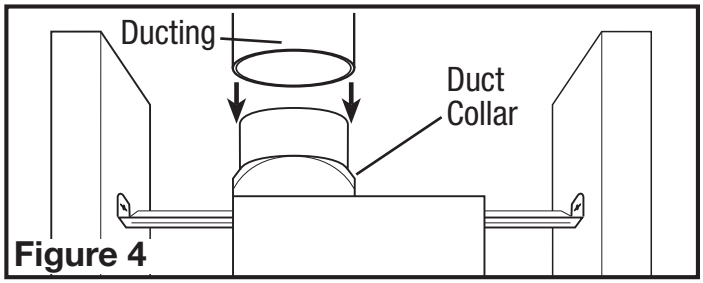

Figure 4
1. Connect the ducting to the fan's duct collar **(Figure 4).** Secure in place using tape or screw clamp. Always duct the fan to the outside through a wall or roof cap. It is recommended that low restriction termination fittings be used.